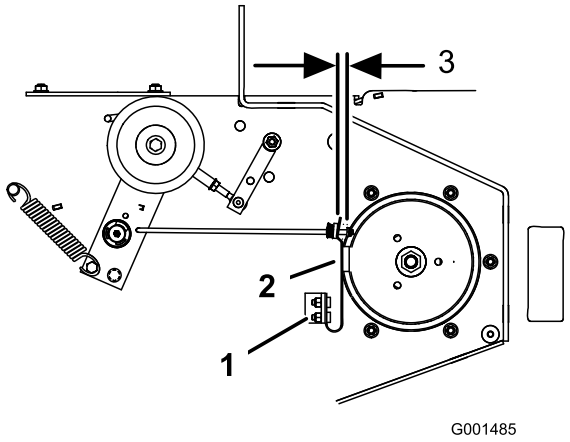

Figura 60
3. Si es necesario, ajuste los pernos de montaje del muelle hasta que la pastilla de freno de la cuchilla roce contra ambos lados de la ranura de la polea (Figura 60).
4. Ajuste la tuerca del extremo de la varilla de freno de la cuchilla hasta que quede un espacio de 3–5 mm (1/8–3/16 pulg.) entre la tuerca y el espaciador (Figura 60).